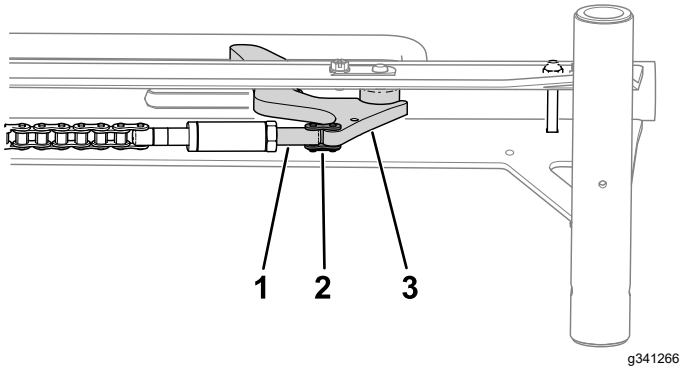

Rysunek 4
6. Użyj ogniwa łańcucha, aby zamocować śrubę rzymską ogniwa łańcucha do ogranicznika koła (Rysunek 4).